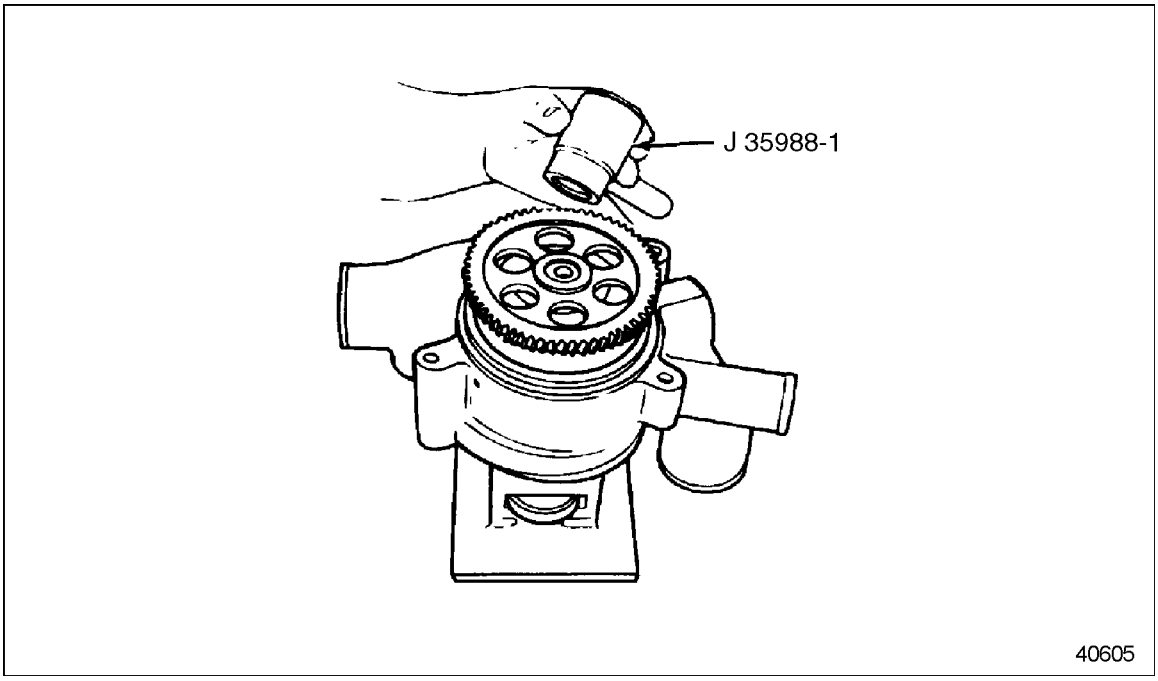

Figure 4-33 Water Pump Drive Gear Installation (GCM)
23. Using the small end of tool J 35988-1, part of tool set J 35988-D, press the drive gear down onto the drive shaft until it touches the bearings. See Figure 4-33.